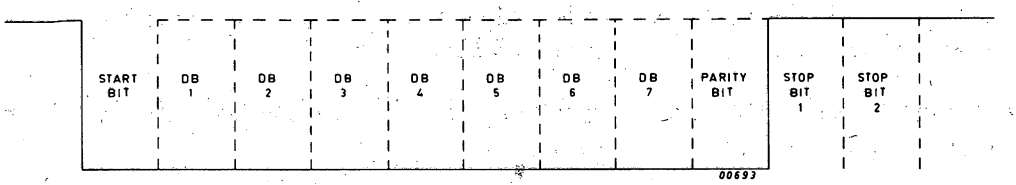

Figure 1-11
1.5.5 Transmitted/Received Word Structure Figure 1-11